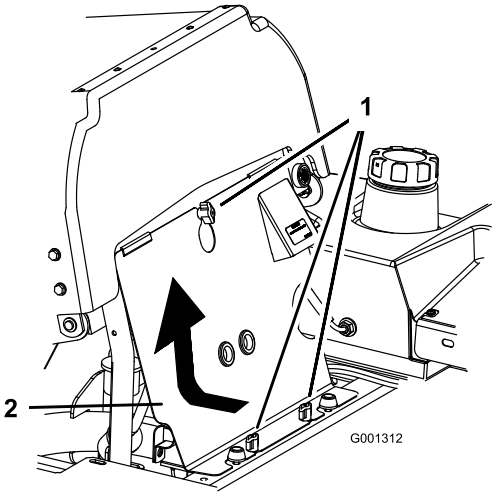

Figur 60
3. Løsn grebene på motorens frontpanel, og fjern panelet (Figur 60).